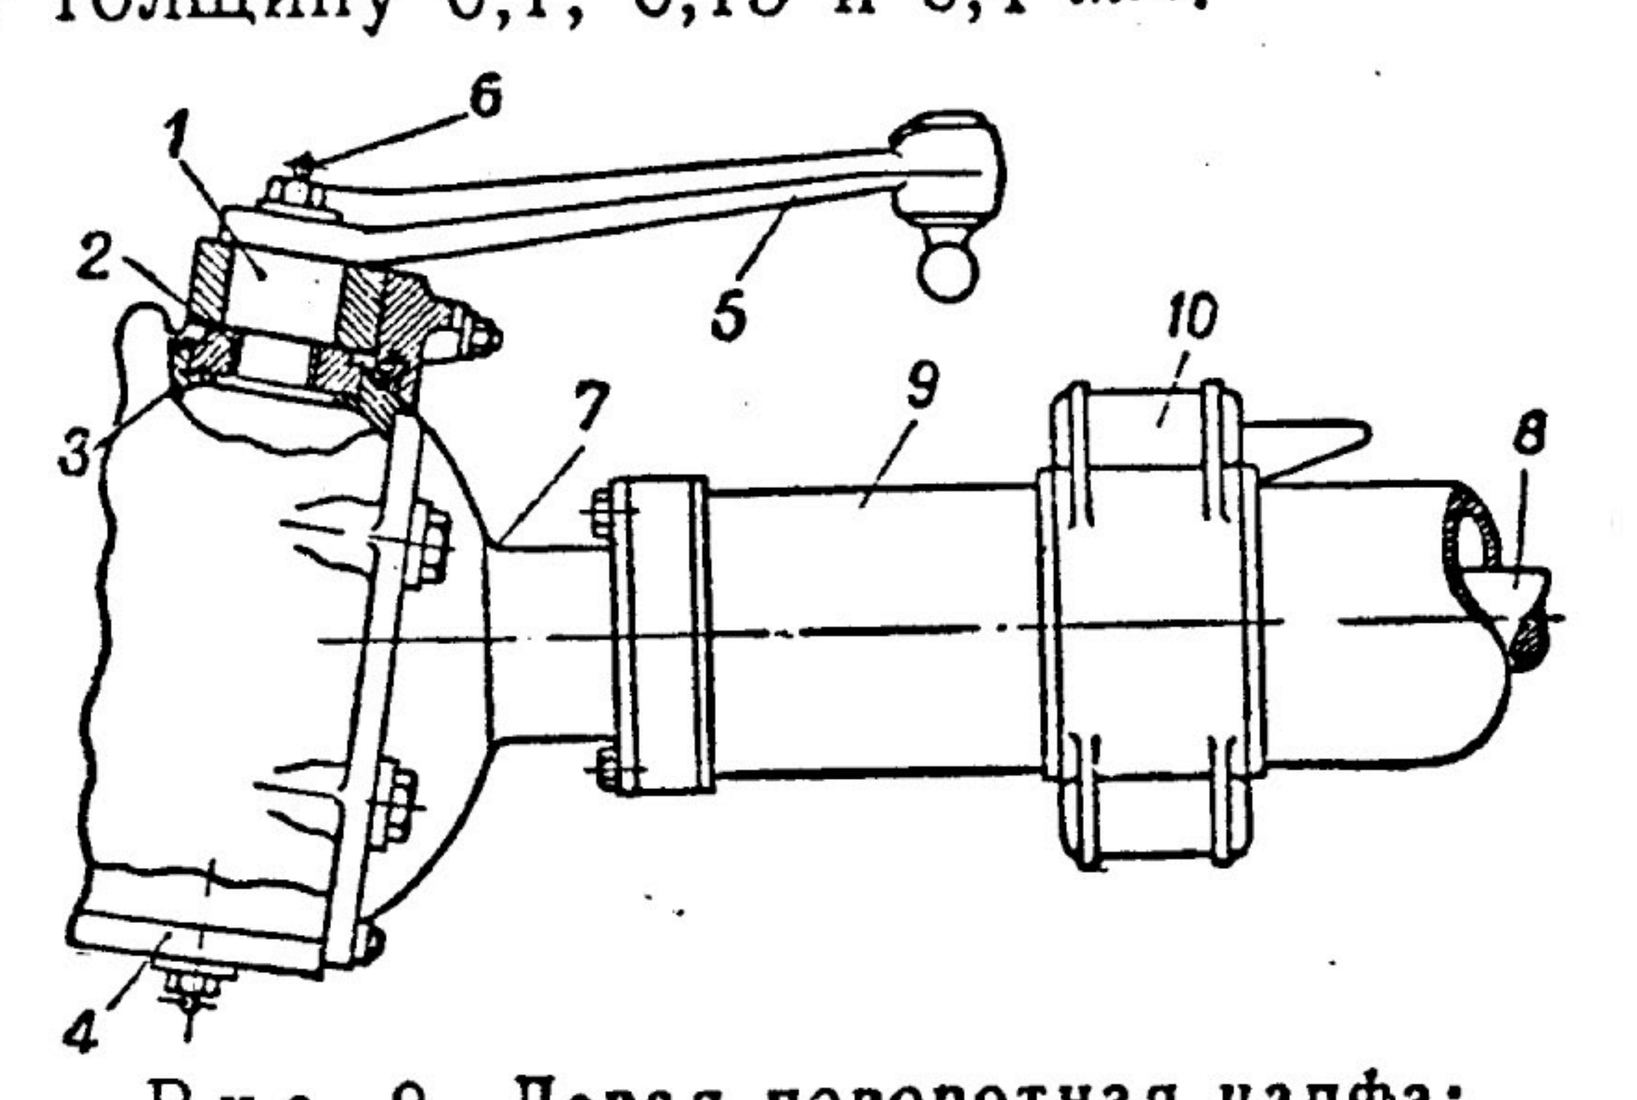

Рис. 9. Левая поворотная цапфа:
1. Шариковые подшипники шкворней заменены бронзовыми втулками (рис. 9). Втулки *2* запрес-
4. Кожух *7* (рис. 9) шарнира кованый, тогда как в первых моделях он изготовлялся из литой стали.
Кронштейны передних рессор и стоек амортизаторов (см. рис. 9) литые (из ковкого чугуна). Крепление передних рессор осуществлено болтами с общей накладкой.